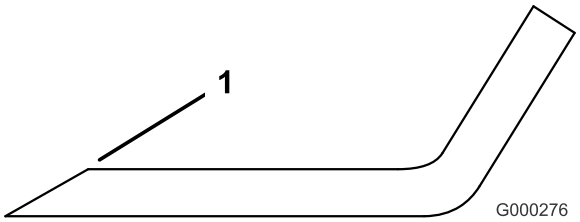

Figur 79
1. Bruk en fil til å slipe eggen i begge ender av kniven (Figur 79). Oppretthold den originale vinkelen. Kniven opprettholder balansen hvis like mye materiale fjernes fra begge kniveggene.